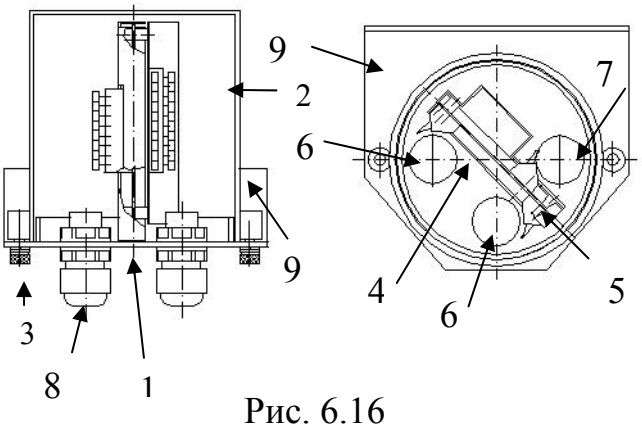

Рис. 6.16
6.4.3.2 БПУ-Н(ПН) (см. рис. 6.16) выполнен в металлическом корпусе 1 со съемным кожухом 2. Крепление кожуха осуществляется двумя невыпадающими винтами 3. В корпусе установлено шасси 4. На обратной стороне шасси винтами закреплена печатная плата 5. Через окна в шасси обеспечен доступ к установленным на плате наборам зажимов «БПРМ-ЛФ» и «БПРМ-ПФ» для подключения кабелей БПРМ левого и правого флангов, кнопкам управления «Упр-ЛФ» и «Упр-ПФ» и светодиодным индикаторам «Инд-